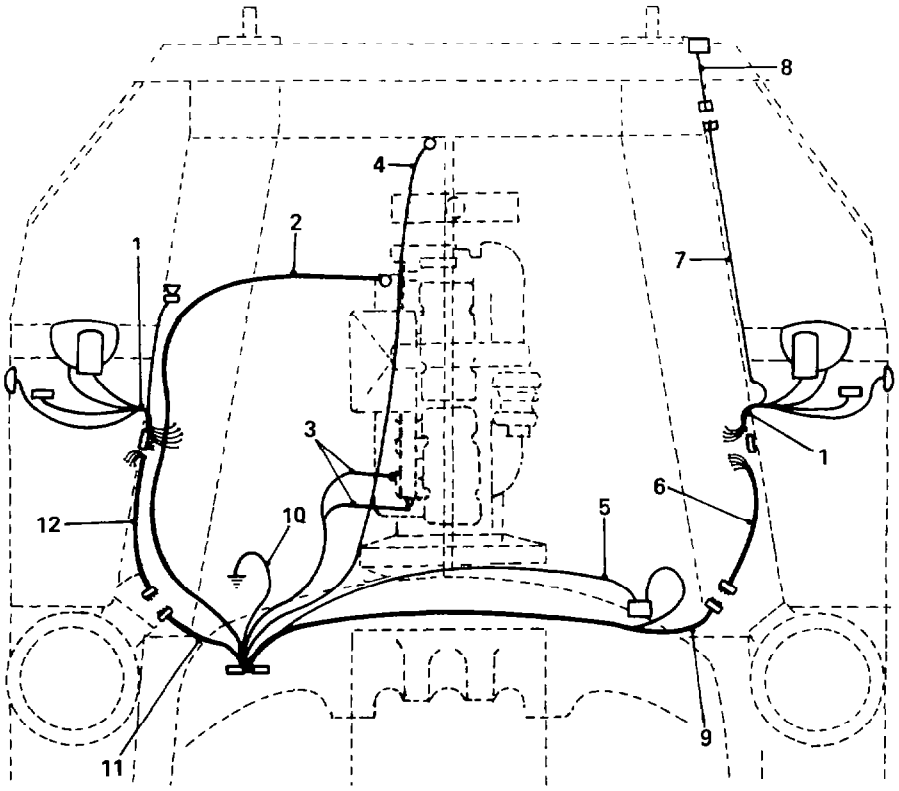

Fig. 382 — Engine Wiring Harness
b. After determining which harness is to be replaced, refer to fig. 382, disconnect the harness. As an added precaution and to assist in installation of the replacement harness, tag-mark each wire and terminal in turn as the wire is disconnected. Disconnect the zip clamps and brackets, then remove the harness from the truck.